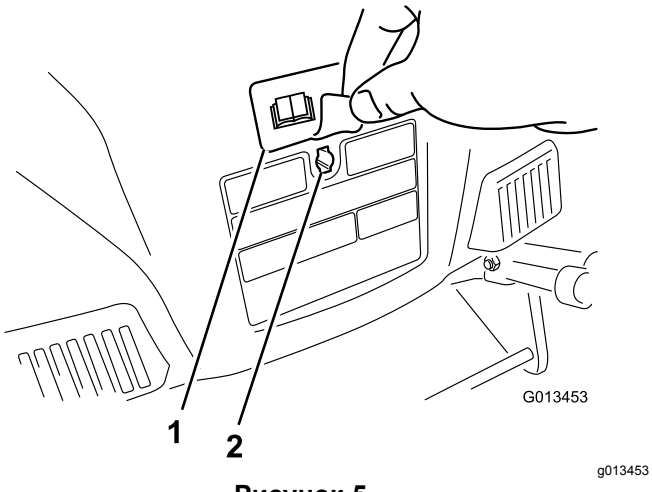

Рисунок 5
3. Удалите наклейку, закрывающую профилированное отверстие в задней части корпуса (Рисунок 5).